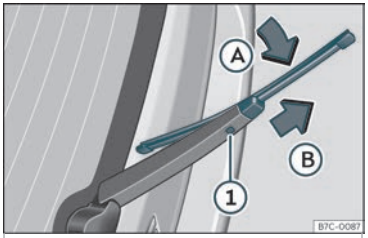

Fig. 38 Cambio da goma da fiestra traseira.
- Xire a goma lixeiramente ››› **fig. 38** (frecha Ⓐ).
- Manteña premida a tecla de desbloqueo ① puxando da goma no sentido da frecha Ⓑ.
- Insira no brazo limpaparabrisas traseiro unha nova goma **da mesma lonxitude e tipo**, en sentido oposto a frecha Ⓑ ata que se encaste a tecla ①.